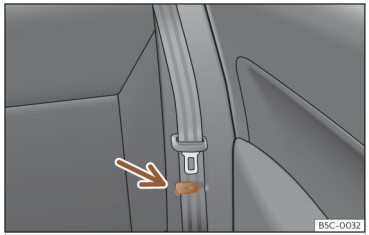

Fig. 89 Asiento trasero: pinza para sujetar el cinturón de seguridad.
- Coloque los cinturones de seguridad laterales en la pinza del revestimiento ››› fig. 89.